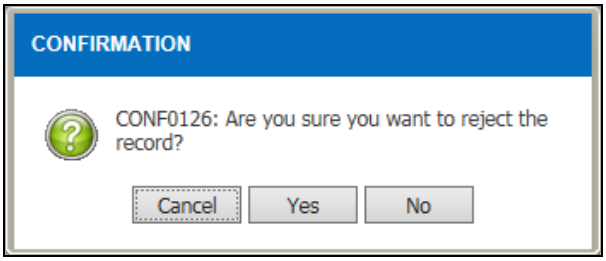

Figure 3.1.13-9 Confirmation Message
- *Click on the* Yes *button to reject record and information message will be display as Figure 3.1.13-10*